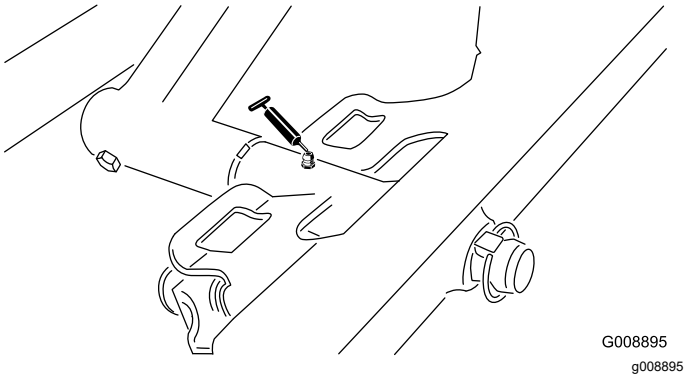

Figur 34
- Främre klippenhetens svängtapp (Figur 34)